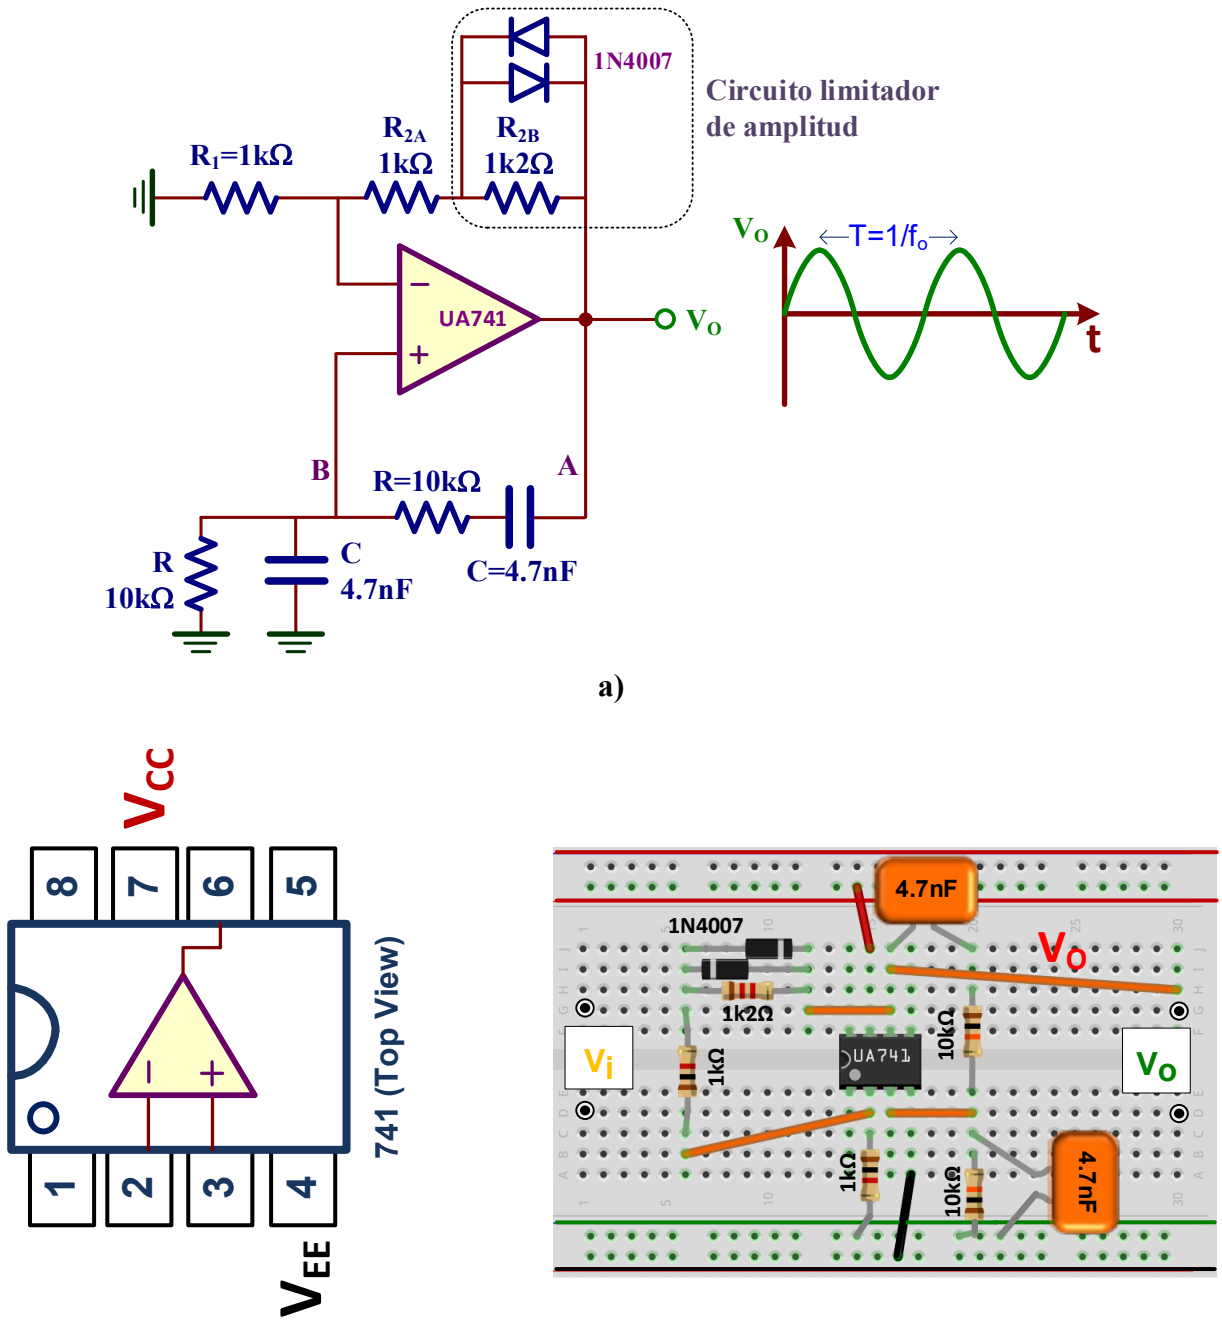

Figura VI.4. Oscilador de puente de Wien práctico: ***a)*** *Esquema del circuito;* ***b)*** *Montaje en un breadboard.*
En la figura VI.4 se muestra el esquema de un oscilador de puente de Wien práctico para generar una señal sinusoidal de salida con mínima distorsión. En su diseño se ha tenido en cuenta algunas de las siguientes consideraciones prácticas:
B) Realizar el montaje del oscilador de puente de Wien de la figura VI.4. Medir la frecuencia de oscilación y la tensión pico-pico de la señal salida V_O.